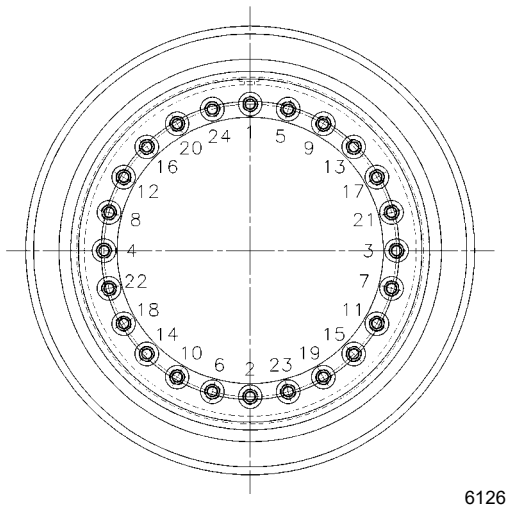

**FIGURA 8-2**
2. Instale os conjuntos de rodas nos prisioneiros de montagem. Instale as porcas parafuso e aperte-as com um torque de 50 lb-pé (68 Nm) na sequência mostrada na Figura 8-2.
4. Aperte as porcas parafuso com um torque de 450 a 500 lb-pé (610 a 678 Nm) na sequência mostrada na Figura 8-2.